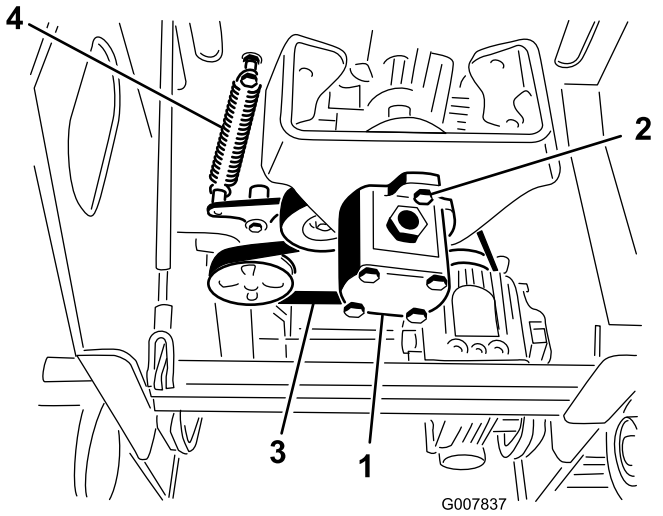

Figure 49
5. Loosen the two pump bolts (Figure 49).
6. Twist the pump counter clockwise and allow it to drop down away from the pulley (Figure 49). Ensure that the spider coupler drops down with the pump.
7. Using a spring puller (contact your Authorized Service Dealer) or stiff metal hook, pull the end of the idler pulley sprint off of the spring bolt to release tension on the belt (Figure 49).